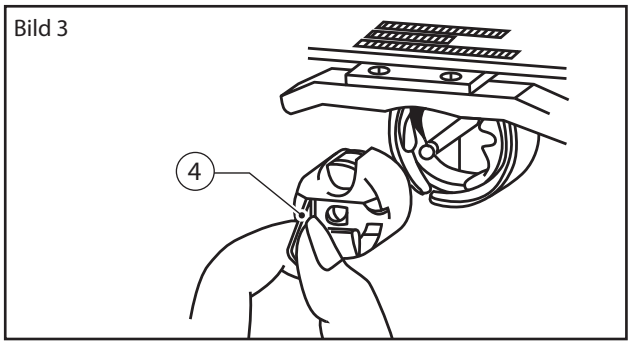

Bild 3
5. Halten Sie die Spulenkapsel an der Lasche (4) fest und legen Sie die Spulenkapsel in den Greifer ein (Bild 3).